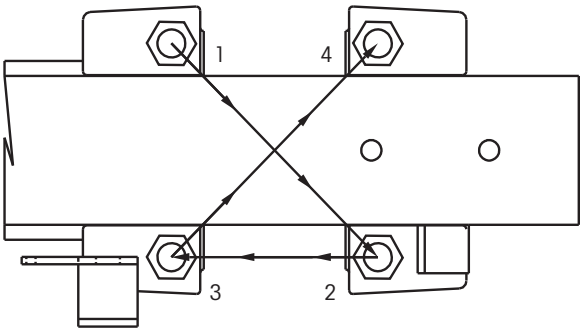

Figura 48. Secuencia de apriete de las tuercas de los tornillos U.
5. Apriete las tuercas en los tornillos U apretando alternativamente las esquinas opuestas del ensamble (Figura 48). Use un torque calibrado a 475-525 pie lbs de torque (644-712 N•m).